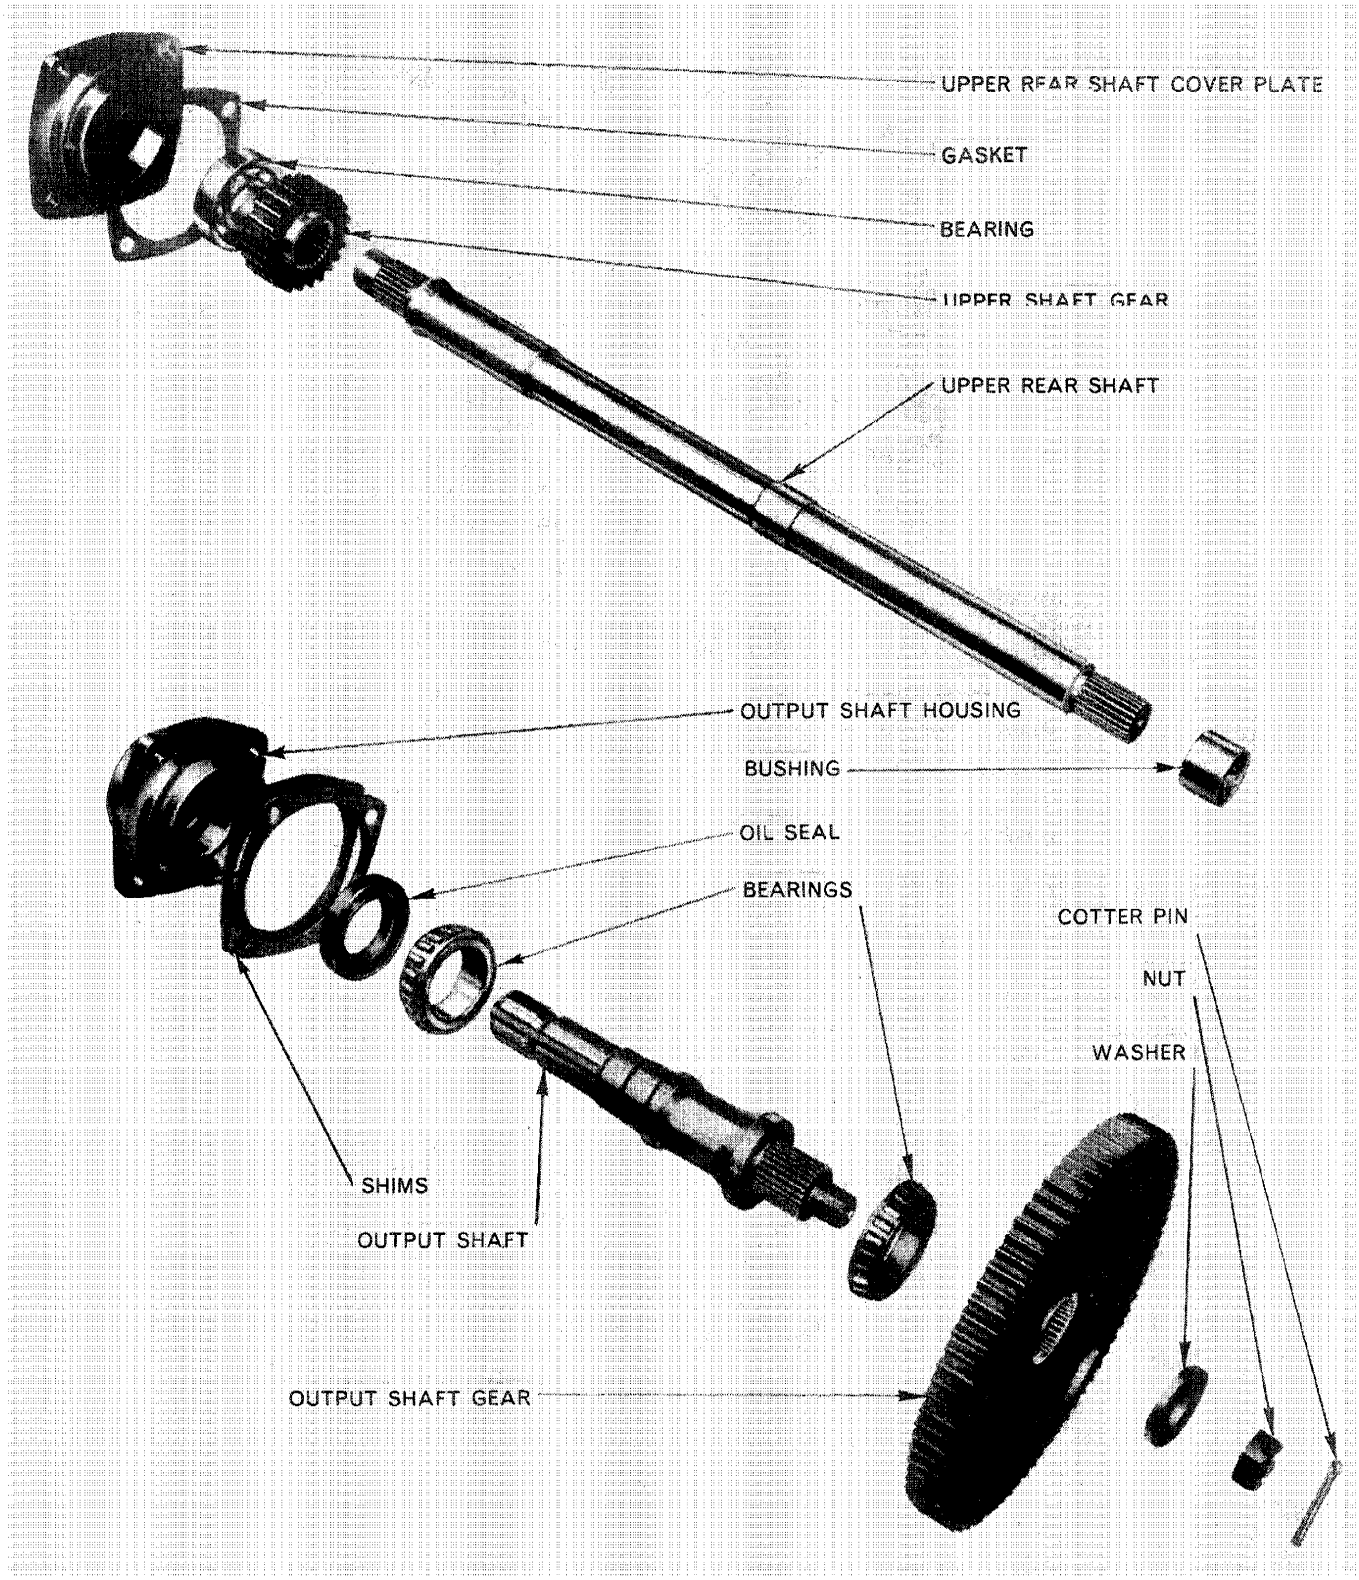

Figure 28
7. Remove the four bolts holding the output shaft bearing retainer, and withdraw the retainer and shaft together with the spacing shims, Figure 28.